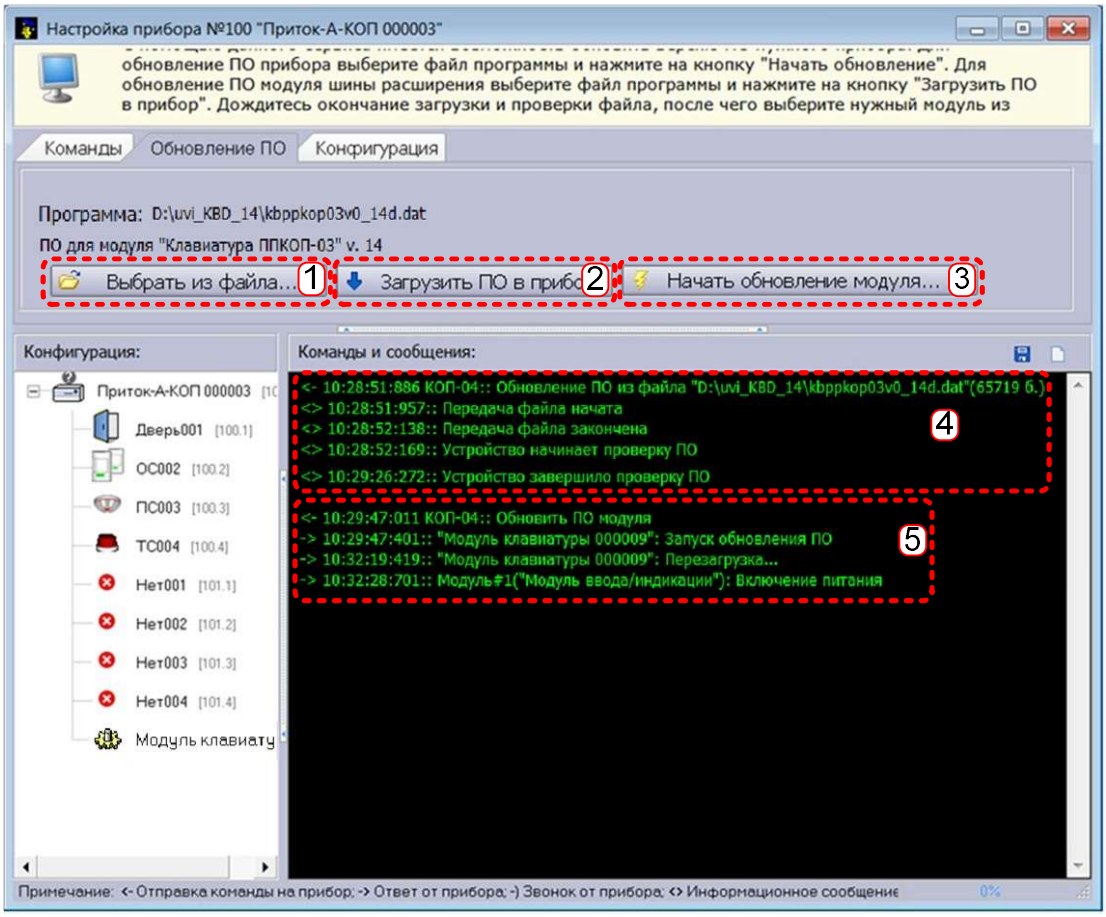

Рисунок 7 – окно «Настройка прибора»
1. В программе АРМ «ДПЦО» во вкладке «Обновление ПО» окна «Настройка прибора» (см. рисунок 7) нажать кнопку «Выбрать из файла» (на рисунке – область **1**) и указать расположение новой версии ПО клавиатуры.